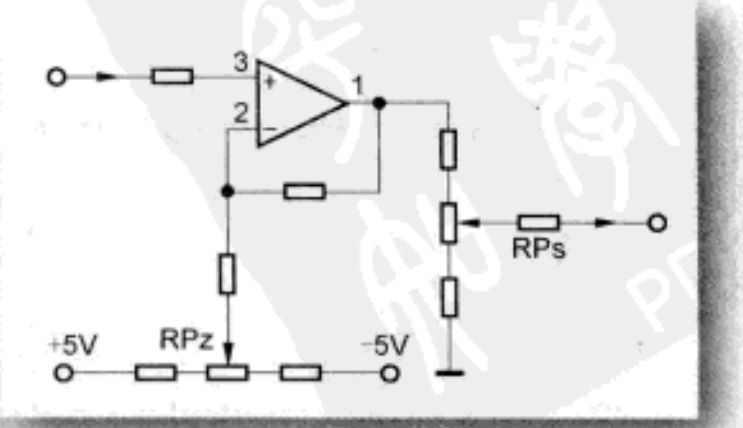

图2 零点满度调整回路
当给定零点信号调试修正零位时，所调的零位电位器RPz实际上是“零位迁移”电位器（见图2），它是用来实现整体位移的，就如同图1中的误差曲线a经过RPz的向上调整（零位正迁移），从而得到整体向负向平移的曲线a1。由此可见，调零位并不影响仪表的测量范围，它只是起平移作用，使整个测量范围上移或下移。
当给定满度信号调试修正满度时，所调的满度电位器RPs实际上是测量范围“跨度“电位器（见图2），它的作用是实现整个测量范围跨度调整，就如同图1中假设的零误差曲线b经过RPs的向上调整（增加测量范围跨度），从而得到倾斜上翘的直线b1。由此可见，调满度对零位没有影响（对于零刻度非零起始的输入信号有稍微影响。如4～20mA输入信号时，调整满度对零位有微小影响），它只是用来缩小或扩大测量范围的。
(3) 打（输入）信号逐点记录原始数据。
(4) 给定零点标准信号并调整图2中的RPz校准仪表零位。注意，因为配合热电偶测温的数显仪内部有室温补偿电路，所以，这里的零位信号就不是真正意义上的"0"了。怎么办？对于热电偶数显仪零位的校准必须反接输入室温标准信号。比如，标准水银温度计测得仪表背面接线端子处的室温为20℃，查表2得0.798mV，此时，我们必须输入－0.798mV给被校表（反接输入信号），然后细调RPz使仪表归零。同样，在校准其他各点时，都应用标准信号毫伏（mV）数减去0.798mV，包括原始数据的记录。